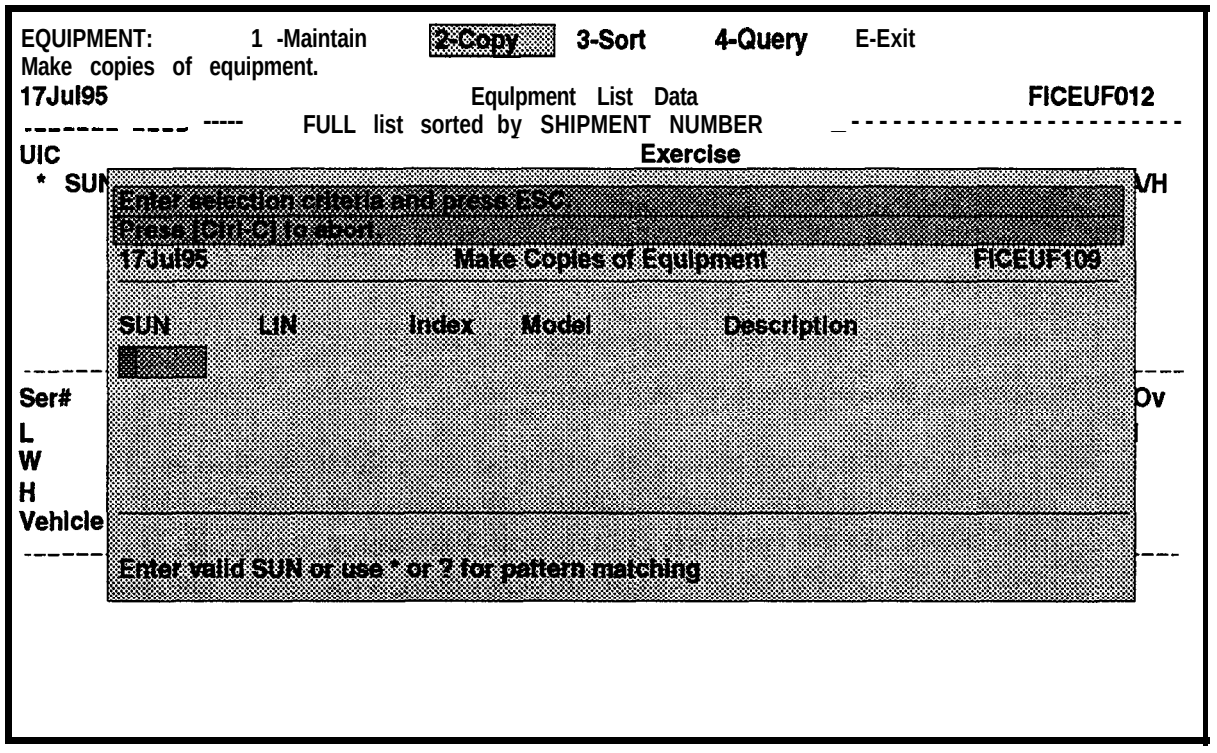

Figure 5-27. Make Copies of Equipment Window
(1) The top section is sometimes referred to as the **Vehicle Section** and has a **list sorted by** title. This section displays information in the **SUN, VI (Vehicle Indicator), Model Number, Description, LIN/Index, EchULN, D (Deployment Mode), M (Mode to Port of Embarkation), S (Standard Indicator),** and A/H **(Hazardous Indicator)** fields for each vehicle or piece of equipment.
(2) The center section is sometimes referred to as the **Detail Section** and has a **DETAIL FOR** title. This section provides dimensions, weight, and other data for the piece of equipment that is highlighted in the **Vehicle Section** of the screen.
(3) The bottom section is sometimes referred to **as the Load Section** and has a **VEHICLE LOAD DATA FOR** title. This section gives the load description, LIN, **LINIndex,** SUN, Load Number, and Quantity information for the piece of equipment highlighted in **the Vehicle Section** of the screen. This section will not be identified when the blank screen is displayed.
c. From the EQUIPMENT: ring menu, select **Copy.** The Make Copies of Equipment window will be displayed, as shown in Figure 5-27. The cursor will be in the **SUN** field. You can enter selection criteria into any one or any combination of the **SUN, LIN, Index, Model,** and/or **Description** fields.